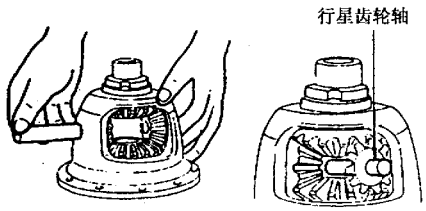

图 9 - 13 - 203
(1) 把差速齿轮和止推垫圈装进差速器壳体。
(2) 把行星齿轮和止推垫圈装进差速器壳体，如图 9 - 13 - 203 所示。